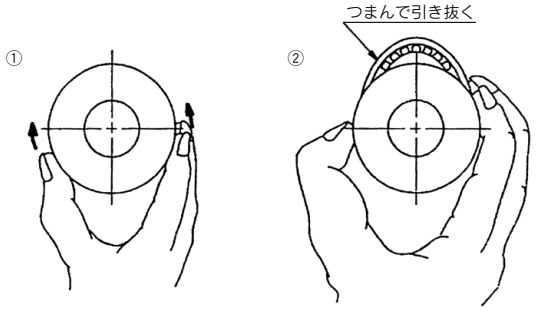

図7
②ピストンパッキンの取外し
b. ピストンパッキンの溝は深いため、精密ドライバーではなく、図7のようにピストン周辺の一方からつつんで、押出すようにして浮き出たところを引き抜きます。